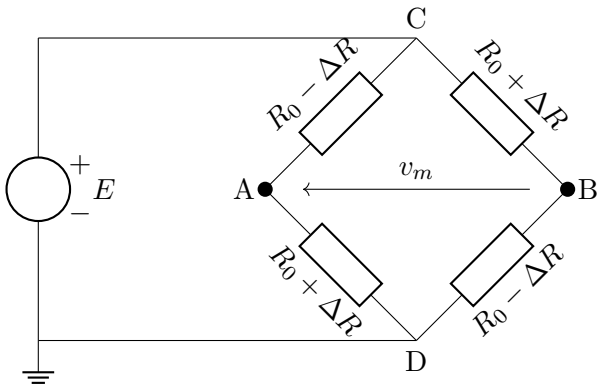

FIGURE 1 – Conditionnement en pont de Wheastone - capteur CZL635.
Le capteur CZL635 est constitué de 4 jauges de contrainte **identiques** montées en Pont de Wheatstone (cf. figure 1). Les jauges sont disposées de telle matière que, lors d'un effort, 2 jauges subissent une compression et les 2 autres une extension.
Le capteur CZL635 est un capteur passif, d'après la figure 1.
5. On s'intéresse à présent à la modélisation électrique du capteur, représentée sur la figure 1.